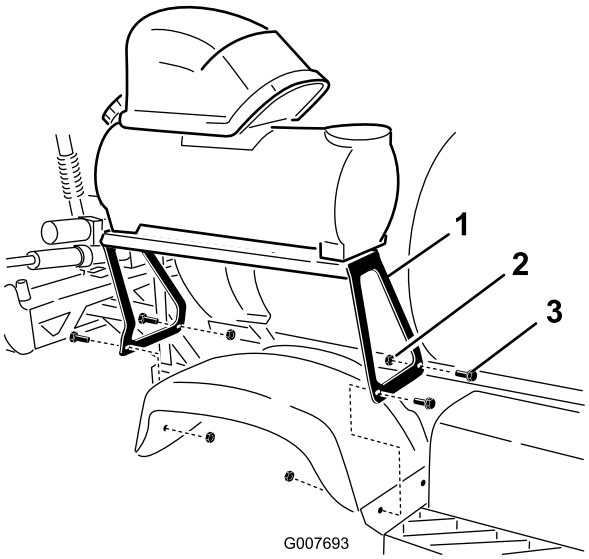

图5
3. 如图5 所示使用 4 个车架螺栓（5/16 x 1-1/4 英寸）和 4 个锁紧螺母（5/16 英寸）将支架安装在右后挡泥板的孔中。